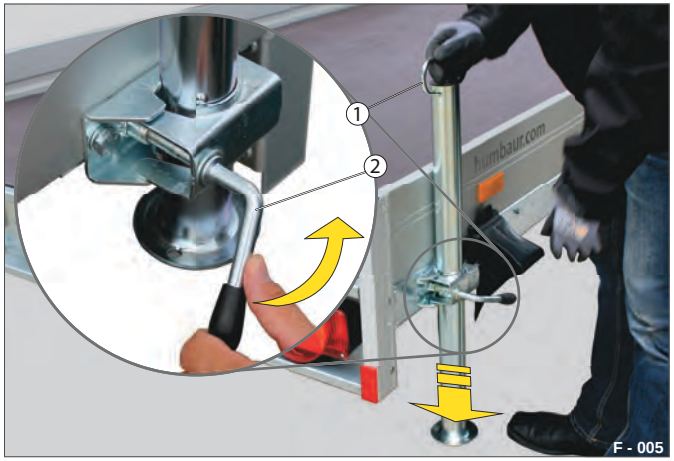

Fig. 26 Sænkning af skydestøtteben
▶ Drej låsehåndtaget (Fig. 26 /2) op.
Hold samtidig skydestøttebenet (Fig. 26 /1) fast i grebet.
▶ Træk skydestøttebenet (Fig. 26 /1) opad i grebet.